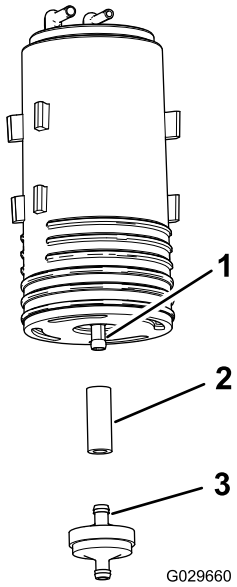

Rysunek 47
4. Wyjmij filtr węglowego pochłaniacza oparów i odłącz krótki odcinek węża od dolnego złącza starego pochłaniacza oparów (Rysunek 47).
5. Zamocuj wąż do dolnego złącza nowego pochłaniacza oparów (Rysunek 47).
6. Wsuń do węża złącze nowego filtra węglowego pochłaniacza oparów (Rysunek 47).